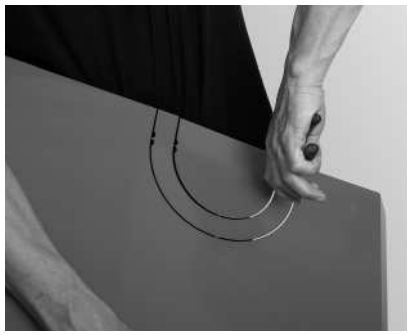

Fig. 86 Lorsque l'adaptateur du raccord d'évacuation des fumées n'est pas utilisé, dégager la partie prédécoupée.
– Si l'adaptateur pour le ventilateur de fumées (accessoire) n'est pas utilisé, dégager l'orifice prédécoupé au niveau du capot arrière de la chaudière – Fig. 86.